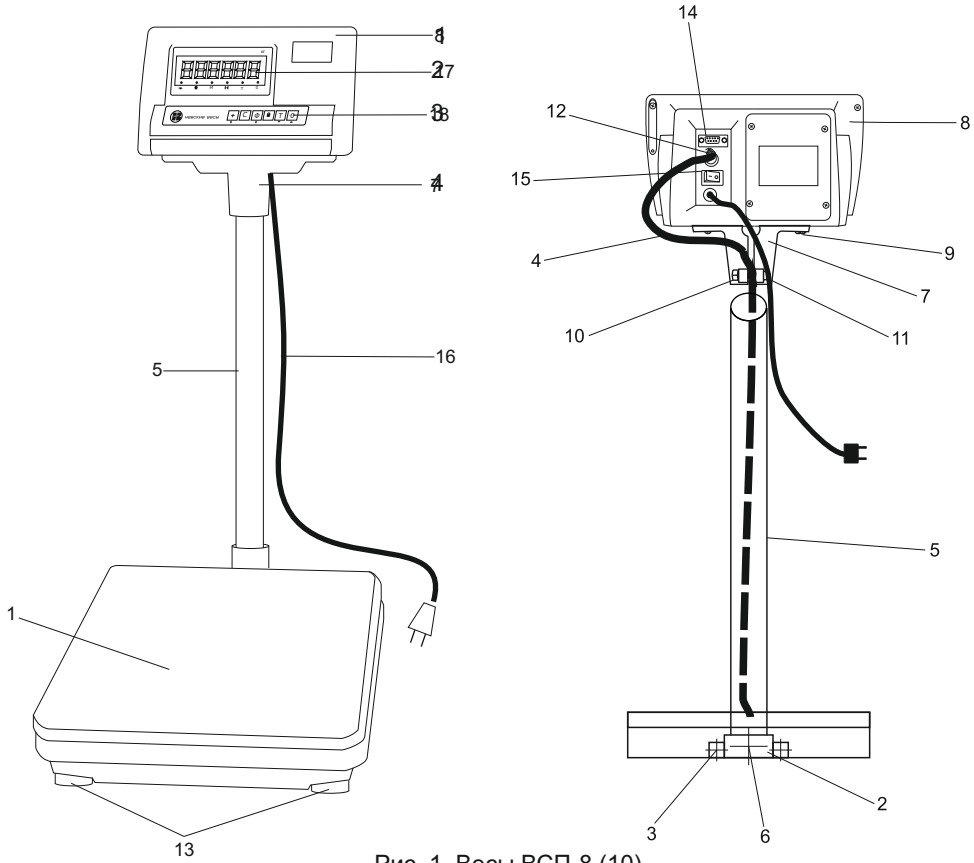

Рис. 1. Весы ВСП-8 (10)
5.1. Конструкция весов представлена на рис.1. В конструкции возможно исполнение грузоприемной платформы весов со съемной чашкой.
7.1.1. Автономное питание от встроенной аккумуляторной батареи включается тумблером на задней стенке вторичного измерительного преобразователя. (Рис. 1 поз. 15)